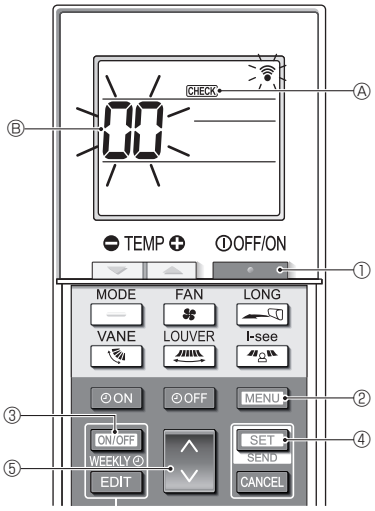

Fig. 7-6
7.3.2. Per il regolatore a distanza senza fili (Fig. 7-6)
■ **Controllo automatico (Fig. 7-6)**
1. Premere il pulsante [ ] ① per arrestare il condizionatore d'aria.
- Se il timer settimanale è attivo (WEEKLY è acceso), premere il pulsante [ON/OFF WEEKLY] ③ per disattivarlo (WEEKLY è spento).
2. Premere il pulsante [MENU] ② per 5 secondi.
3. Premere il pulsante [ ] ⑤ per selezionare l'indirizzo del refrigerante (indirizzo M-NET) Ⓑ dell'unità interna per la quale si desidera eseguire il controllo automatico.
4. Premere il pulsante [SET] ④.
5. Premere il pulsante [ ] ①.